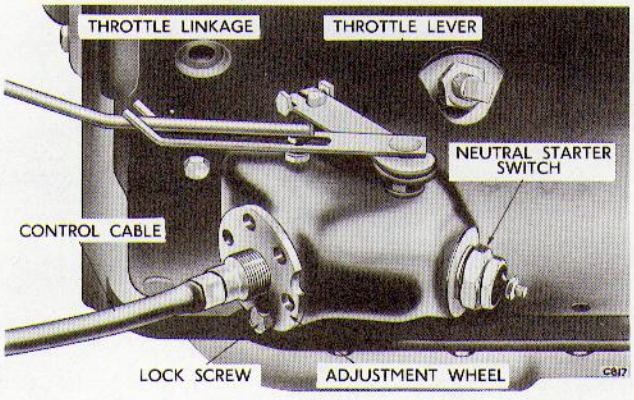

Fig. 3 Gearshift Control Cable Adjustment
(1) Raise the car on a hoist. Have an assistant hold the (R) reverse button firmly pressed in.
(2) See Fig. 3. On the left hand side of the transmission remove the lock screw from the control cable adjustment screw.
The throttle valve lever is positioned on the left side of the transmission case. See Fig. 3.